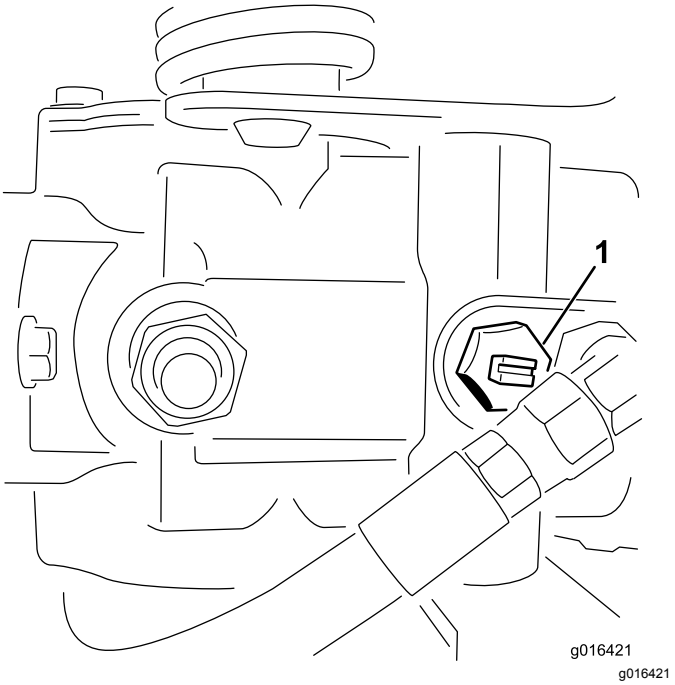

Rysunek 33
1. Znajdź na pompie zawór obejściowy i obracaj nim tak, aby szczelina była skierowana pionowo (Rysunek 33).
2. Przed uruchomieniem silnika zamknij zawór obejściowy, obracając nim tak, aby szczelina znajdowała się w położeniu poziomym (Rysunek 33).